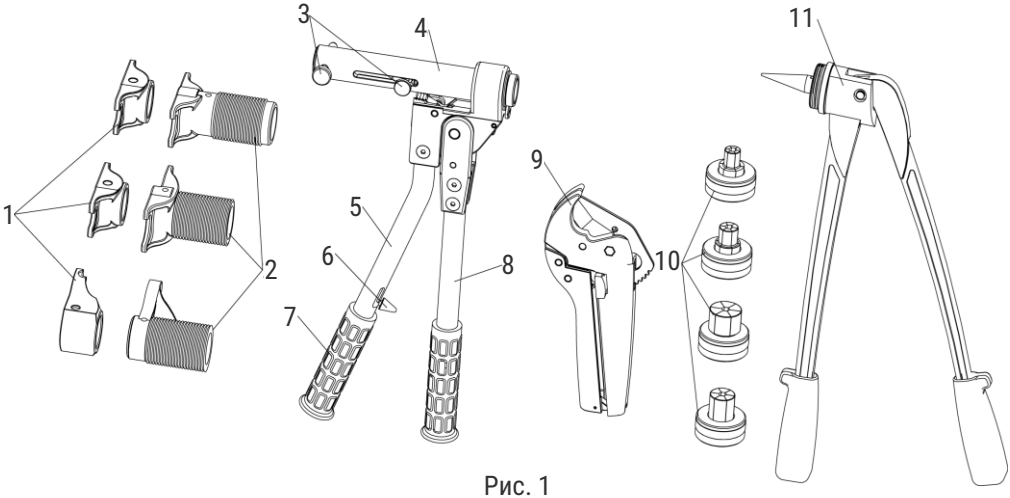

Рис. 1
13. Убедитесь, что инструмент установлен правильно. Не наклоняйте инструмент. На одной из рукояток инструмента имеется рычаг-переключатель (Рис. 1, п. 6), переведите его в рабочее положение. Многократно сводите и разводите рукоятки инструмента. Это обеспечит сведение губок, и как следствие, натяжение гильзы. Производите натяжение до тех пор, пока гильза не будет плотно прижата к бурту фитинга.